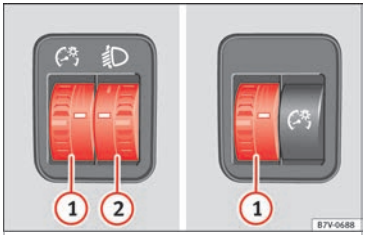

Fig. 141 Next to the steering wheel: instrument and switch lighting control (1) and headlight range control (2)
(1) Instrument and switch lighting
When the headlights are switched on, the brightness of the instruments and switch lighting can be regulated by turning the switch »» Fig. 141 (1).
(2) Headlight range control
The headlight range control »» Fig. 141 (2) is modified according to the value of the headlight beam and the vehicle load status. This offers the driver optimum visibility and the headlights do not dazzle oncoming drivers »» ⚠.
To reset, turn switch »» Fig. 141 (2):